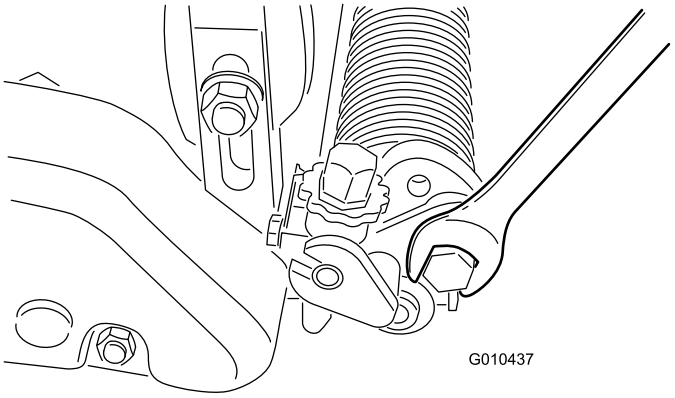

Figuur 23
A. Draai de bouten op de rechter en linker groomerarmen los (Figuur 23).